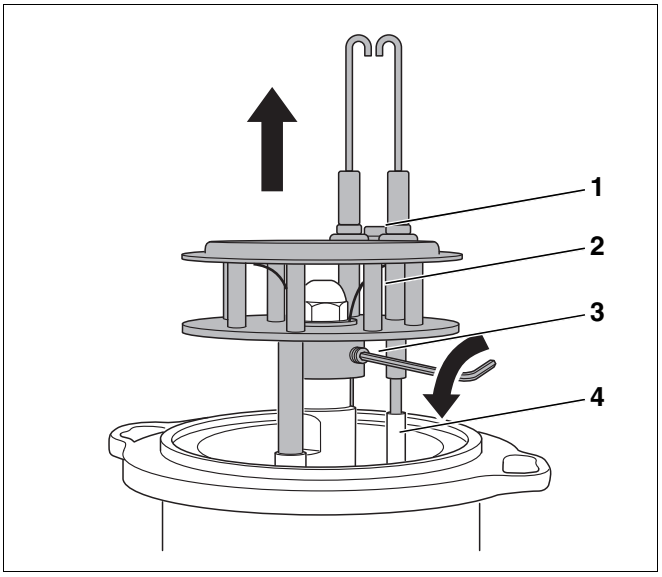

*Рис. 28 Демонтаж смесительной системы*
- Открутить болт (Рис. 28, **поз. 1**) между запальными электродами.
- Отсоединить провода от запальных электродов (Рис. 28, **поз. 4**).
- Ослабить штифт (Рис. 28, **поз. 3**, стр. 33) и демонтировать смесительную систему (Рис. 28, **поз. 2**, стр. 33).
- Вынуть смесительную систему вверх (Рис. 28, **поз. 2**, стр. 33).